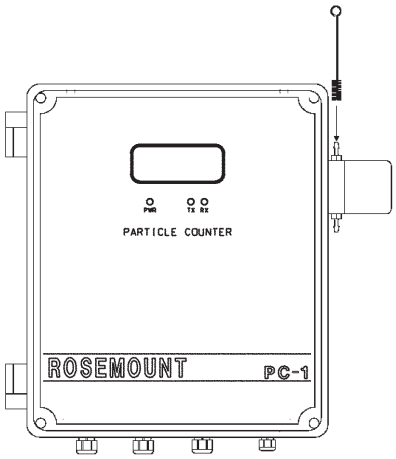

FIGURE 21. Brush Cleaning
Step 1: Use the multimeter to measure the analog output current when connected to the corresponding output terminals. Make sure that the multimeter polarity is correct and that the current is within 4 to 20 mA (See Figure 21). Verify that the instrument is producing the proper output signal by assuming 4mA equals zero counts and 20mA equals the maximum count range as determined by jumpers J1-J4 on the I/O Board.
Apply a couple of drops of diluted cleaner to brush and insert brush from top of sensor until it rests snugly in the flow cell (See Figure 21). Turn the brush a couple of times and remove.